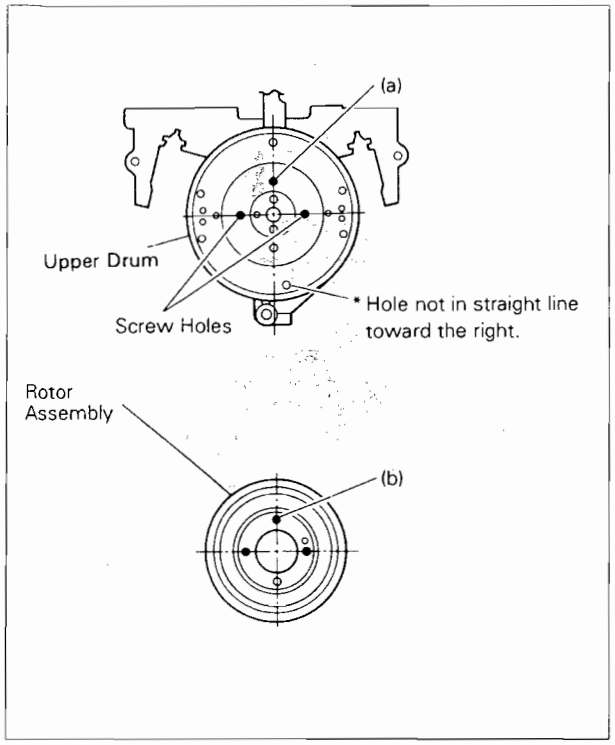

Fig. 2-4-3
3) Align the Upper Drum and Rotor Assembly phase as indicated in Fig. 2-4-3.
4) Overlap holes (a) of the Upper Drum with holes (b) of the Rotor Assembly (align holes in 3 locations) and secure with 2 screws (B) (see Fig. 2-4-3).